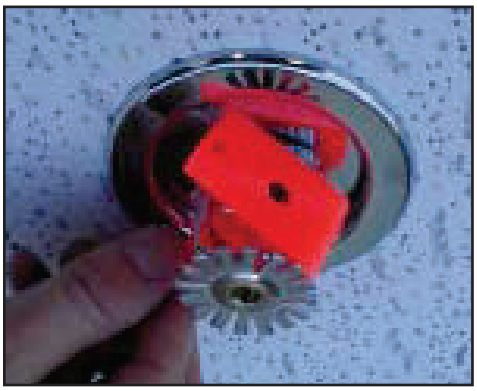

Figure 1: Sprinkler shield being removed from a pendent sprinkler.
- To remove the shield, simply pull the ends of the shield apart where it is snapped together. Refer to Figure 1.